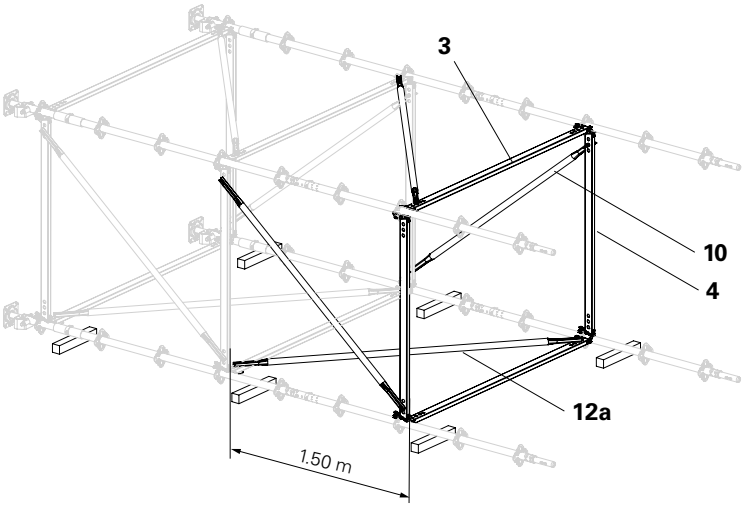

Fig. B1.05
– Fit the remaining ledger braces from the outside. (Fig. B1.05)